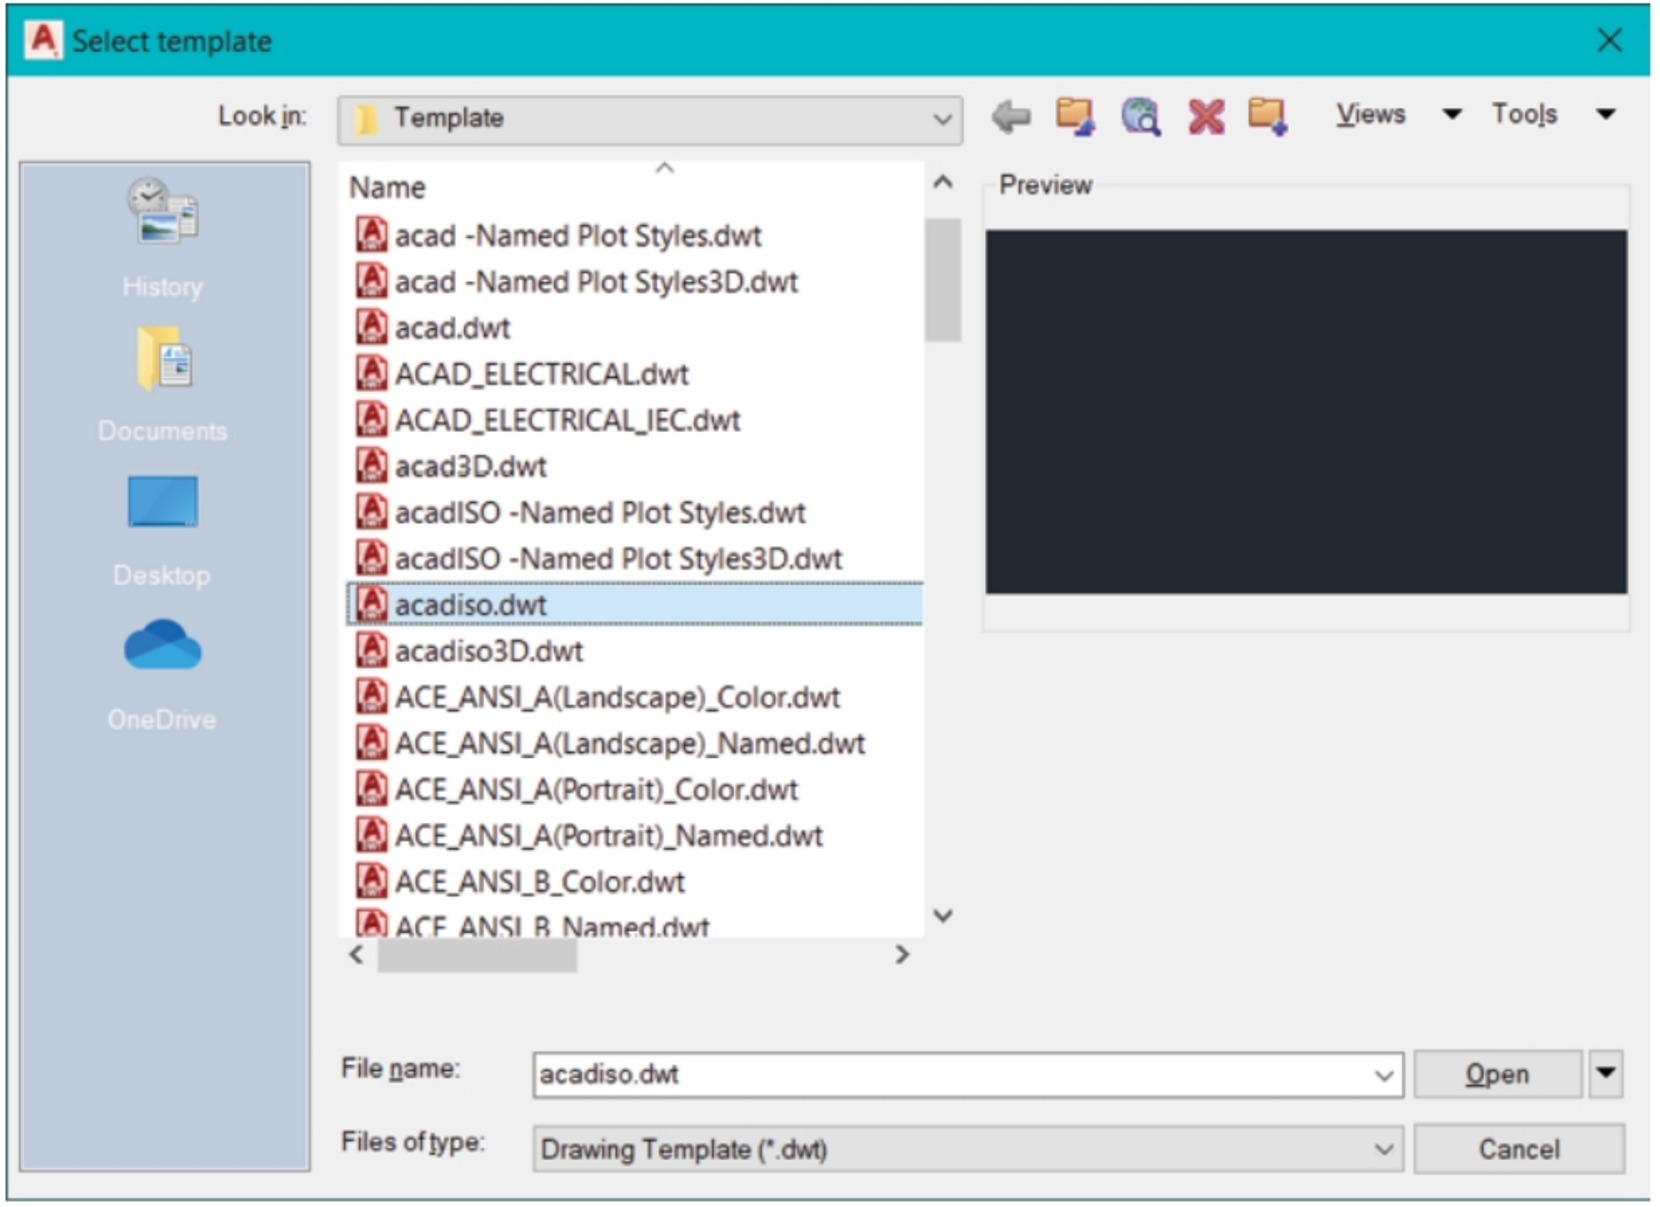

Figure-26. Select template dialog box
- Click on the **Drawing** option from the **New** options. The **Select template** dialog box will be displayed; refer to Figure-26.